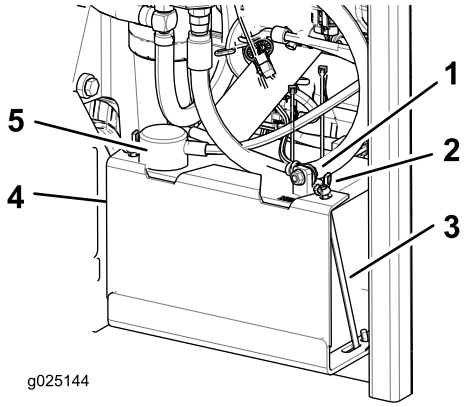

Figuur 46
3. Koppel eerst de minkabel (zwart) los van de minpool (zwart) op de accu (Figuur 46).
4. Schuif het rode stofkapje van de (rode) pluspool van de accu en verwijder de (rode) pluskabel (Figuur 46).
5. Verwijder de vleugelmoeren van de J-vormige haken (Figuur 46).
6. Verwijder de klem (Figuur 46).
1. Plaats de accu in een bak met de accupolen van de hydraulische tank af (Figuur 46).
4. Bevestig de kabels met 2 bouten, 2 ringen en 2 borgmoeren (Figuur 46).
6. Monteer de klem en zet deze vast met de vleugelmoeren en J-vormige haken (Figuur 46).